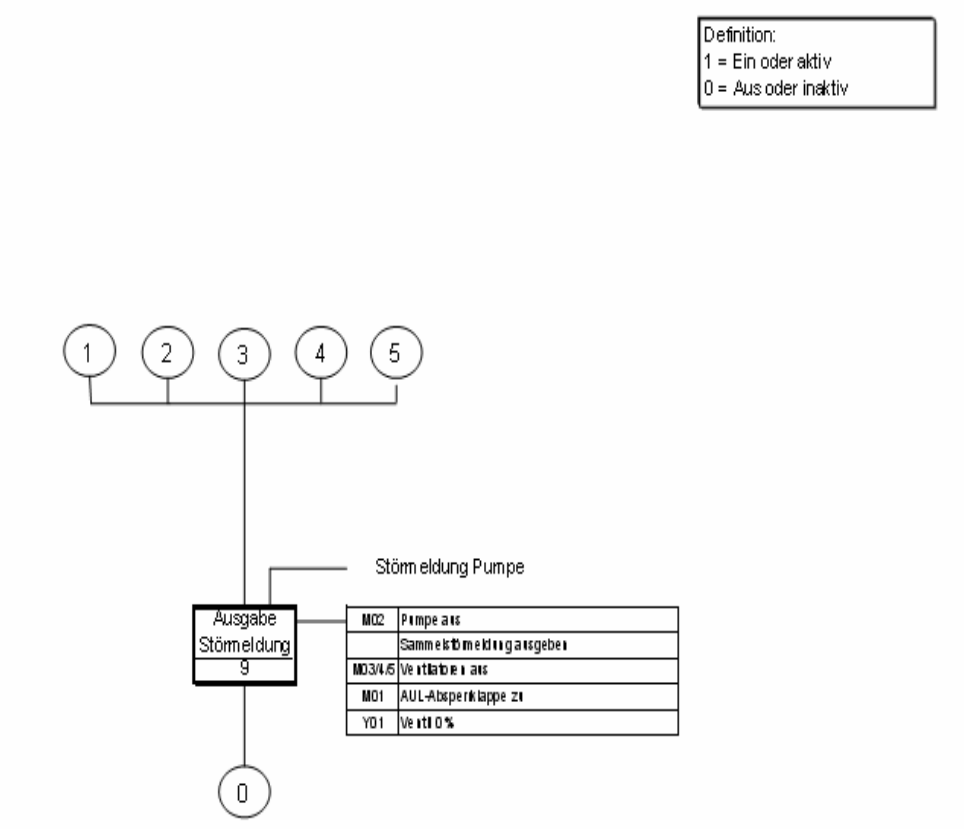

Bild 4.22 – Zustandsgraph
4.5.1 Zustandsgraph mit allen Funktionen (Abb. 4.22)